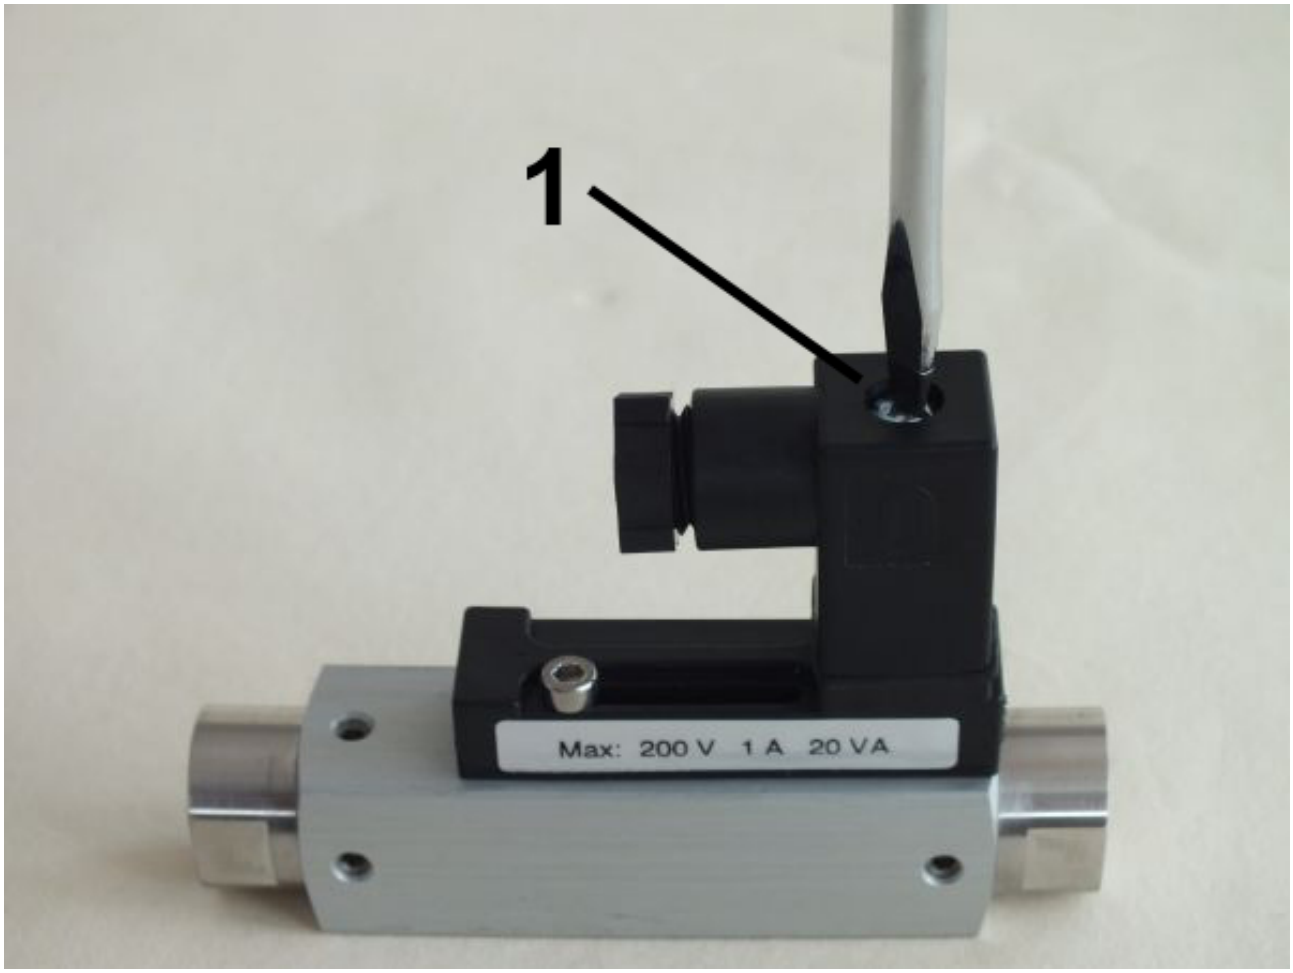

Fig. 21: Detach socket
1. Release the fixing screw (*Fig. 21*/1) from the socket.
9. Plug the socket onto the connector plug and tighten the fixing screw (*Fig. 21*/1).